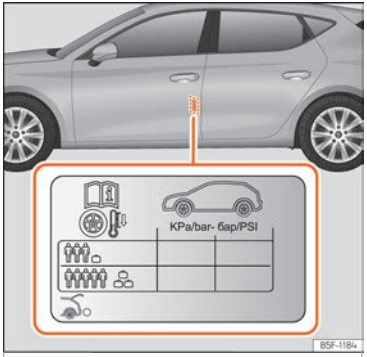

Fig. 233 Emplacement de l'adhésif de gonflage des pneus.
- Si le véhicule est fortement chargé, adaptez la pression des pneus en conséquence ››› fig. 233.
Les valeurs de pression de gonflage figurent sur l'étiquette adhésive située sur la face arrière du cadre de la porte avant gauche ››› fig. 233.
Adaptez la pression de gonflage des pneus à la charge du véhicule. Si le véhicule est chargé au maximum, vous devez augmenter la pression de gonflage jusqu'à la valeur maximale de charge indiquée sur l'étiquette adhésive ››› fig. 233.
Dans le cas d'une roue de secours de taille réduite (125/70 R16 o125/70 R18), la gonfler à une pression de 4,2 bar comme indiqué sur l'autocollant de pression des pneus ››› fig. 233.
- **Le conducteur est responsable de la pression correcte de tous les pneus de son véhicule. La pression de gonflage recommandée est indiquée sur un autocollant ››› fig. 233.**
- **Sur les pneus à froid, la pression devra toujours être celle indiquée sur l'autocollant ››› fig. 233.**